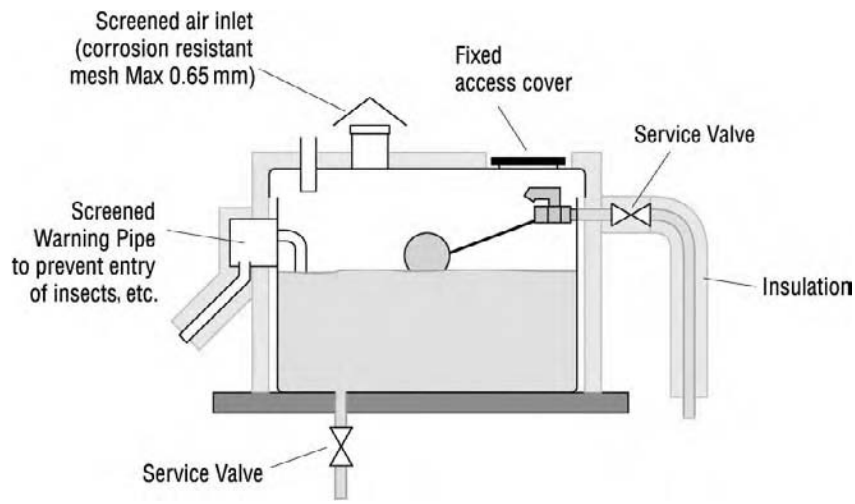

Figure 5.15 *Requirements of CWSCs*
The CWSC is a very important part of a domestic cold water system, and as such is well covered by the Water Regulations. Figure 5.15 shows a CWSC that fully meets the Water Regulations requirements of Schedule 2, Paragraph 16(4) for CWSC installations.